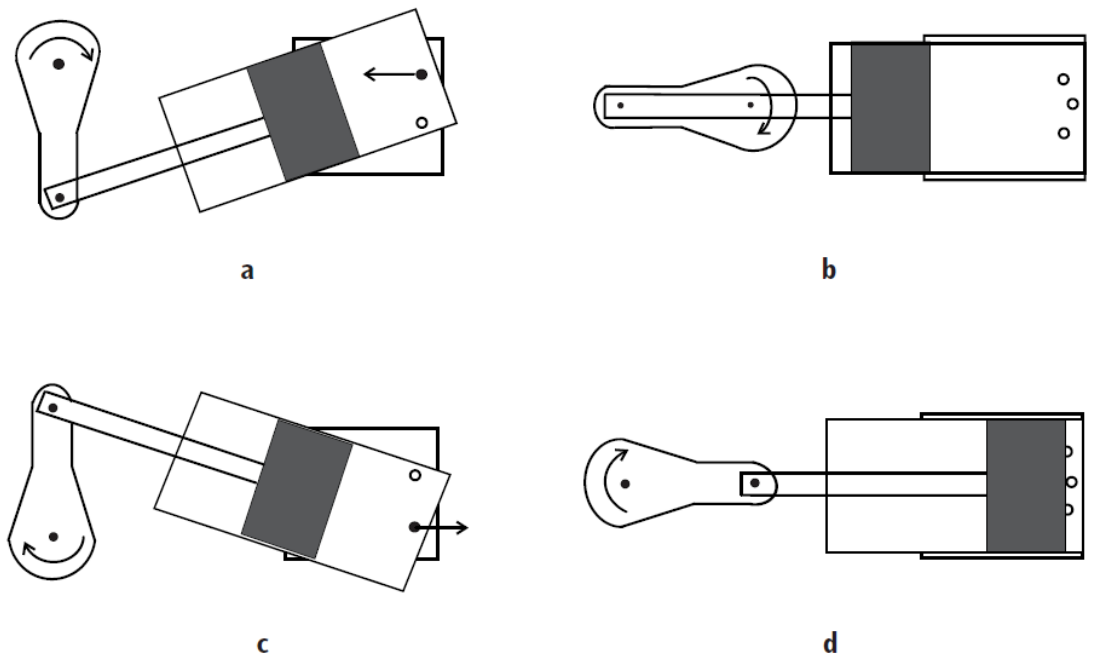

Fig.1: Arbeitszyklus der oszillierenden Dampfmaschine
Der Wasserdampf strömt über den Zudampfschlauch (12) in den Träger zum Dampfeinlassloch. Sobald sich die Öffnung des Zylinders und die Frischdampfzuführung begegnen, strömt Dampf in den Zylinder und verdrängt den Kolben (Fig. 1 a). Wenn der Kolben in der untersten Stellung angekommen ist, sind die Dampfkanäle geschlossen. Mit Hilfe des Schwungrads wird dieser Totpunkt überwunden (Fig. 1 b). In der nächsten Phase bewegt sich der Kolben zurück, öffnet das Dampfauslassloch und drückt den Dampf hinaus (Fig. 1 c). Der Dampf wird über den Abdampfschlauch (2) und das Abdampfrohr (16) abgeführt. Angefallenes Kondensat wird über den Kondensatschlauch (1) in den Kondensatbecher (19) abgeleitet. Der Kolben erreicht den oberen Totpunkt, bei dem wieder beide Dampfkanäle geschlossen sind. Nach Überwindung des oberen Totpunktes mittels des Schwungrads wird wieder Dampf zugeführt und der Prozess beginnt erneut (Fig. 1 d).